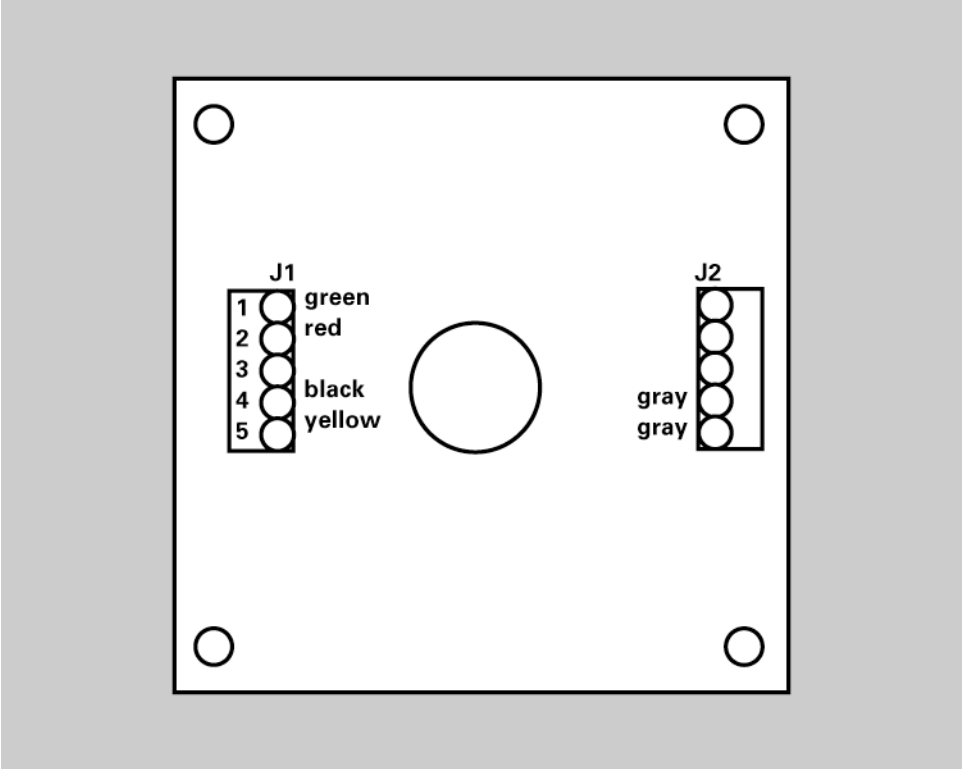

Figure 43 Single Switch Configuration
3. Connect the cable conductors on the opposite end of the cable to terminal block J1 on the PCB in the switch enclosure as shown in *Figure 43*.
10. Connect the cable conductors to terminal block J1 on the PCB of switch enclosure #2 as shown in *Figure 43* (the same as the single switch configuration).